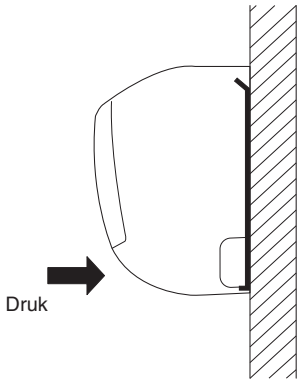

Afb. 3-22
(1) Om de binnenunit te installeren moet u deze op de 3 lippen in het bovenste gedeelte van de achterplaat bevestigen.
(2) Houd de luchtuitlaat naar beneden en druk het onderste deel van de binnenunit aan tot dit vastklikt zodat het stevig vast komt te zitten aan de 2 lippen van het onderste deel van de achterplaat. (Afb. 3-22)